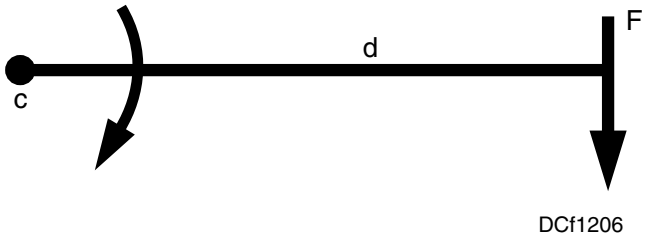

Figure 12-6. Diagram to illustrate the moment of force.
In figure 12-6 the moment of force (F) about the axis at point a is F times d; d being called the moment arm. The moment of a force can be measured about any point or axis; however, the moment differs according to the length of the moment arm. It should be noted that the moment of a force tends to produce rotary motion. In figure 12-6, for example, the force F produces a clockwise rotation. If, at the same time, an equal and opposite force produces a counterclockwise rotation, there will be no rotation; and the body is in equilibrium.